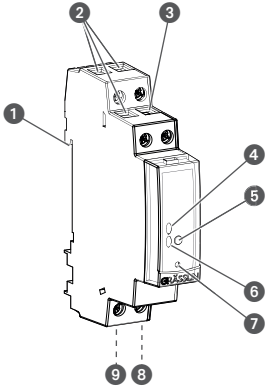

Fig. 1: Horloge modulaire
L'horloge modulaire est une horloge montée sur un rail DIN (fig. 1/❶) grâce à un système à encliquetage ; le rail active l'appareil correspondant ainsi raccordé. L'horloge modulaire possède 1 canal et peut être commandée par une touche de commande (fig. 1/❺). L'état de l'horloge modulaire est affiché à l'aide de 2 LED (fig. 1/❹ et ❻). L'horloge modulaire peut être programmée via un appareil portable à l'aide d'une application mobile ou d'un logiciel PC. La fréquence du signal radio est de 2,4 GHz et la puissance d'émission maximale est de 1,8 mW.